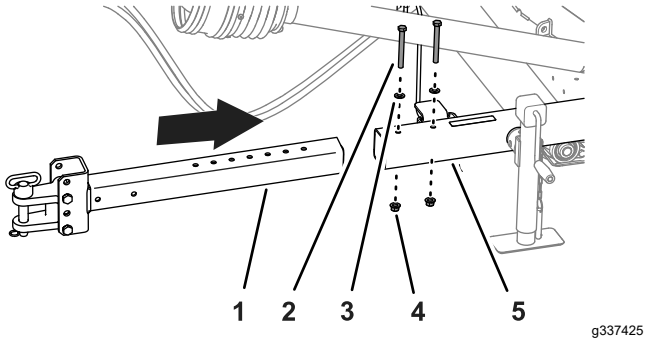

Figuur 6
1. Verwijder de 2 flensborgmoeren, 2 inbusbouten en 2 ringen waarmee de trekhaakbuis is bevestigd aan de ontvangerbuis (Figuur 6).